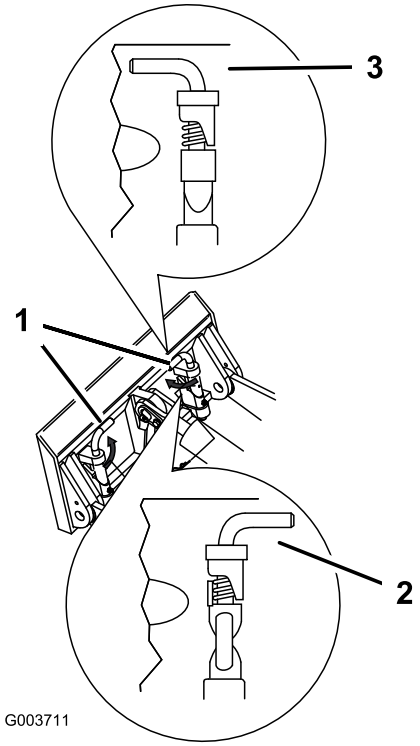

**Figur 26**
7. Koppla in snabbfästpinnarna och se till att de är ordentligt inskjutna i fästplåten (Figur 26).